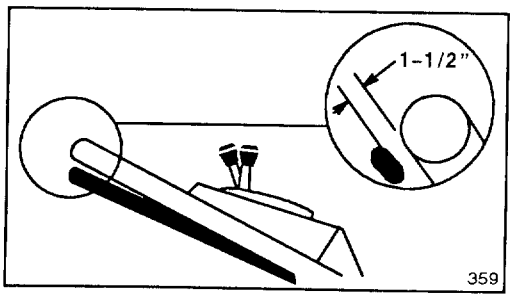

Figure 27
3. CHECK ADJUSTMENT—Adjustment is correct when control bar is about 1-1/2 inches from handle (Fig. 27) and wheels start to turn freely.